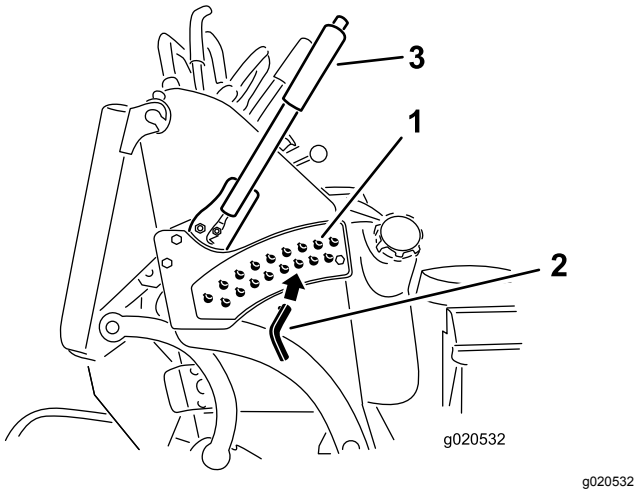

Rysunek 21
3. We wsporniku wysokości cięcia wybierz otwór odpowiadający żądanej wysokości cięcia i włóż do niego sworzeń (Rysunek 21).
4. Naciśnij przycisk na górze i opuść dźwignię wysokości koszenia do sworznia (Rysunek 21).